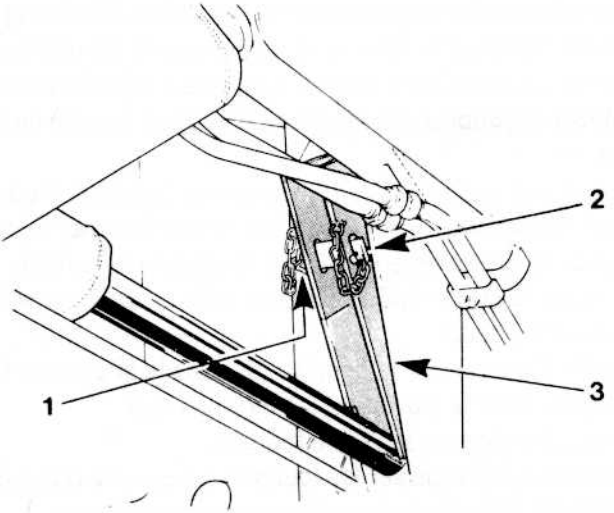

fig 46
Monter les tirants de vérins de benne (figures 46 et 47)
1. Desserrer les contrefiches du vérin basculant et les arrimer contre la flèche du chargeur, à l'aide de la plaque et de la clavette (postes 1 et 2, Figure 46).